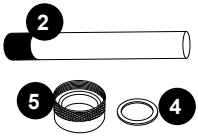

FIGURE 7
5. Remove the quartz seal compression nut (5) by turning it **counterclockwise,** Figure 5. Use a pair of channel-lock pliers if needed, Figure 6. You will notice that there is a stainless steel compression washer (4) which slides over the quartz tube, save the washer (4) for later use, Figure 7.